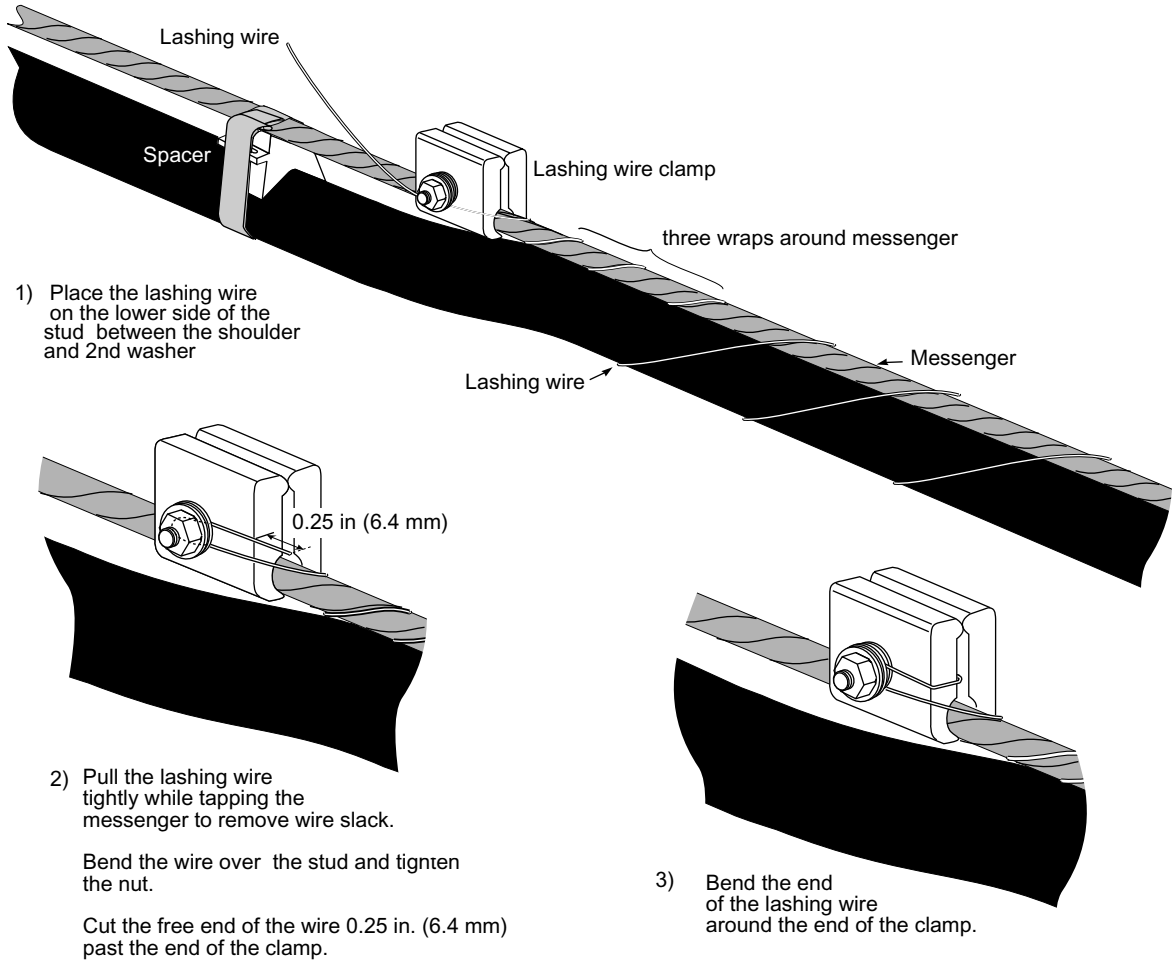

Figure 13 - Lashing wire termination
d) Secure the wire in the clamp as shown and described in Figure 13.